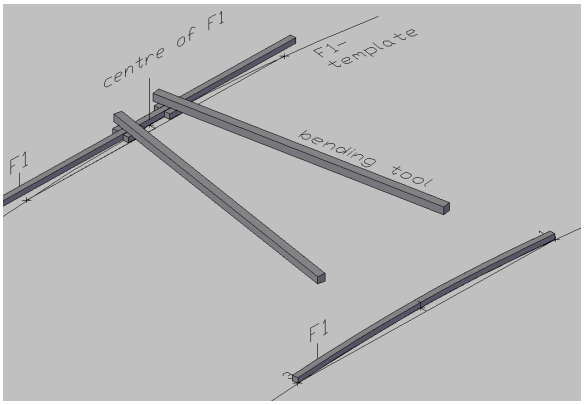

Fig. 47: courbure de F1
1. Courber les pièces F1 selon sa courbe correspondante. **Vérifier que le coté intérieur de la barre suive très précisément la courbe (tolérance de +/-0.5mm).** Toujours commencer à tordre les barres à leur milieu. Voir Fig.47.